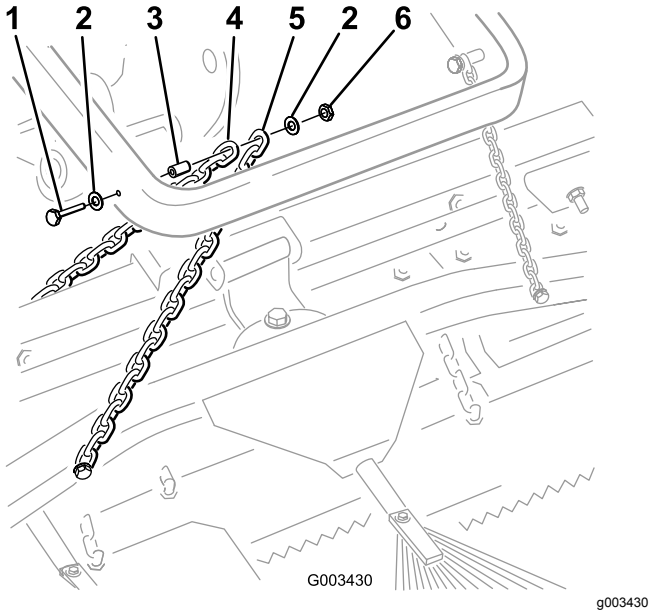

Figur 6
B. Fäst varje kedja på sidan av lyftarmen med hjälp av en skruv (⅜ x 2 ½ tum), två brickor (⅜ x ⅞ tum), en distansbricka och en mutter (⅜ tum) enligt Figur 6.